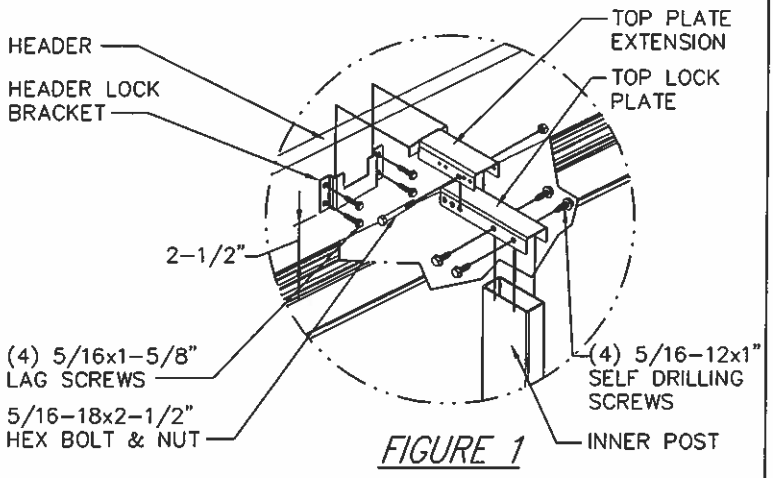
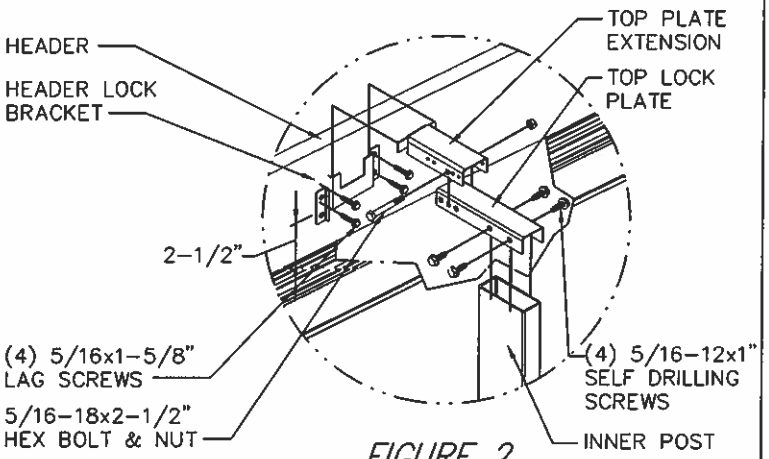

FIGURE 1
FIGURE 2
ATTACH THE HEADER LOCK BRACKET TO THE HEADER USING THE (4) 5/16"x1-5/8" LAG SCREWS PROVIDED AS SHOWN IN FIGURE 1. THE HEADER LOCK BRACKET SHOULD BE IN LINE WITH THE INTERMEDIATE HINGES WHERE THE POST IS TO BE INSTALLED AND LOCATED SUCH THAT THE BOTTOM OF THE BRACKET IS APPROXIMATELY 2-1/2" ABOVE THE TOP OF THE DOOR.
ALIGN THE LARGE DIAMETER HOLE IN THE TOP PLATE EXTENSION WITH THE THIRD HOLE IN THE TOP LOCK PLATE AS SHOWN IN FIGURE 1 FOR MODELS 5120/5140/9100/9400/9600 OR THE MIDDLE HOLE AS SHOWN IN FIGURE 2 FOR MODEL 6100 AND BOLT TOGETHER WITH (1) 5/16-18x2-1/2" HEX BOLT AND NUT. ALIGN THE ASSEMBLY OVER THE TOP OF THE INNER POST AND SECURE WITH (4) 5/16-12x1" SELF DRILLING SCREWS THROUGH THE HOLES PROVIDED IN THE TOP LOCK PLATE. SLIDE THE OPPOSITE END OF THE INNER POST INTO ONE END OF THE OUTER POST.